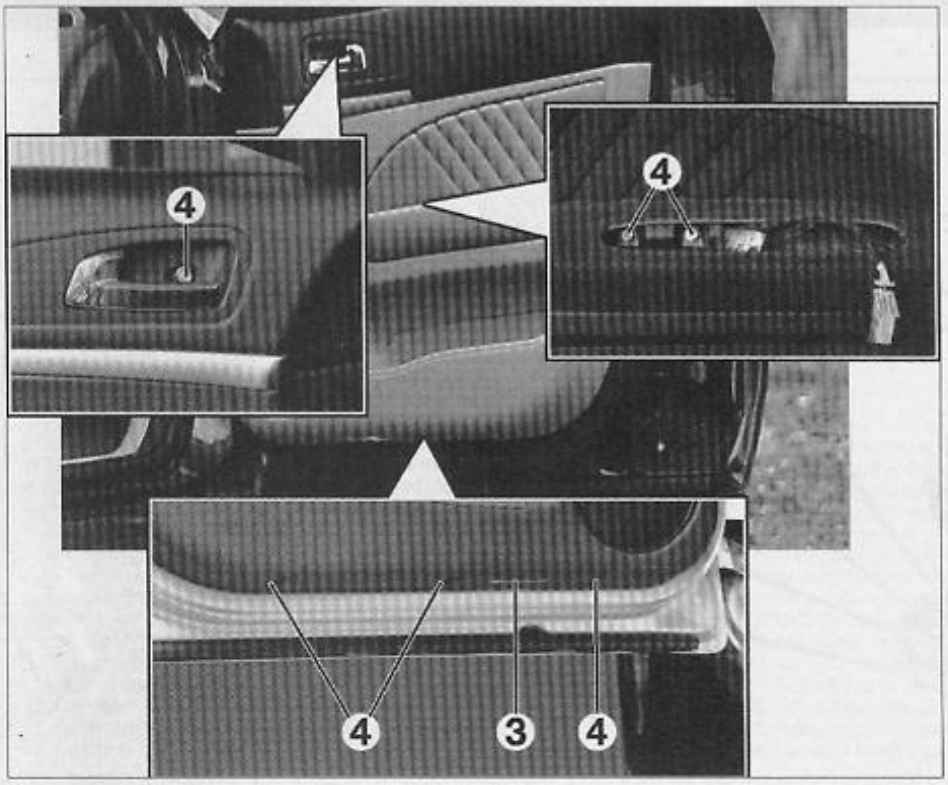

FIG. 39
• Soulever le bloc de commandes (2) et débrancher son connecteur.
• Déposer le porte-lampe (3) et débrancher son connecteur **(Fig.39)**.
- les vis de fixation (4) de la garniture de porte.